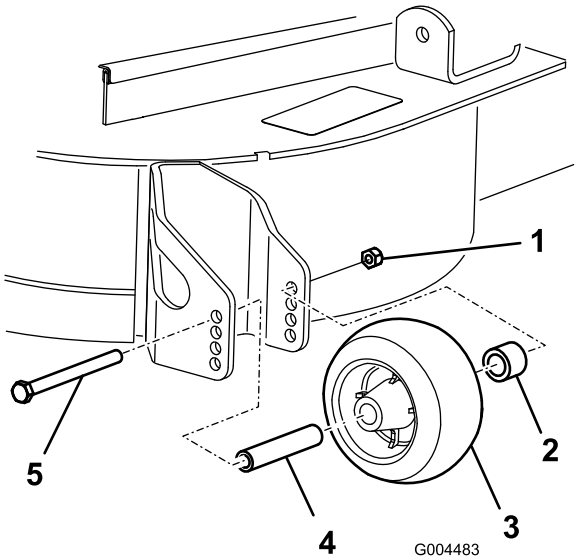

Figuur 22
3. Nadat u de maaihoogte hebt ingesteld, moet u de flensmoer, de lagerbus, het afstandsstuk en de bout verwijderen om de rollen in te stellen (Figuur 22).
Opmerking: Vastdraaien met een torsie van 54-61 Nm (Figuur 22).